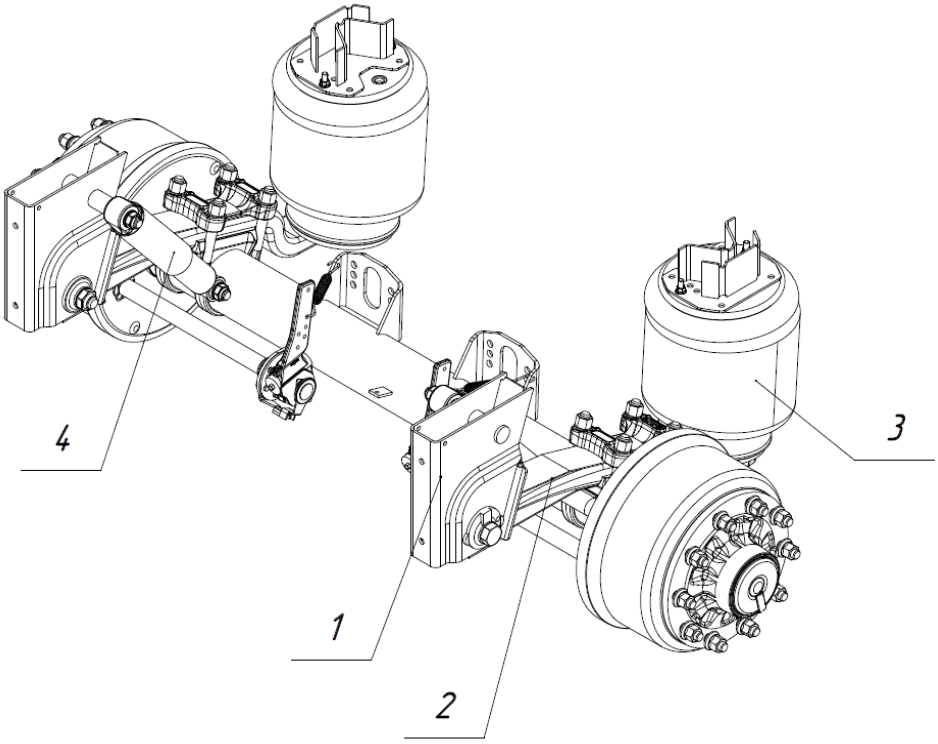

Рис. 2.11 - Осевой агрегат на пневмоподвеске
Пневматическая подвеска (см рис. 2.11) состоит из кронштейнов подвески (1), рычагов (2), амортизаторов (4), пневмобаллонов (3) и пневмосистемы, состоящей из накопительных ресиверов, клапанов, датчиков уровня и трубопроводов подачи воздуха к пневмобаллонам.